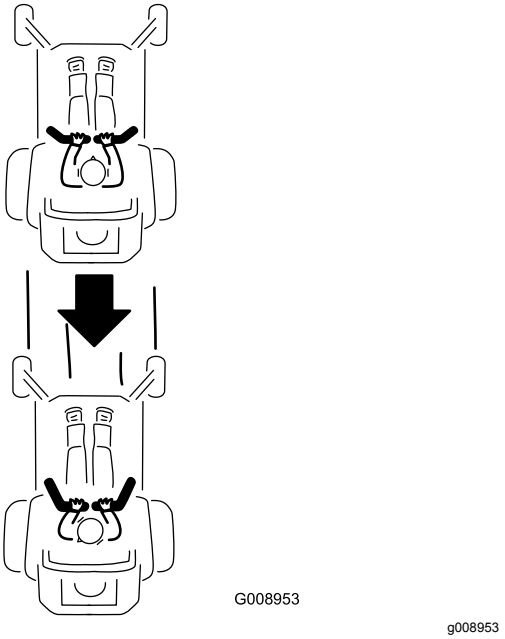

**Figur 22**
2. Bak ved langsomt at trække bevægelseshåndtagene bagud (Figur 22).